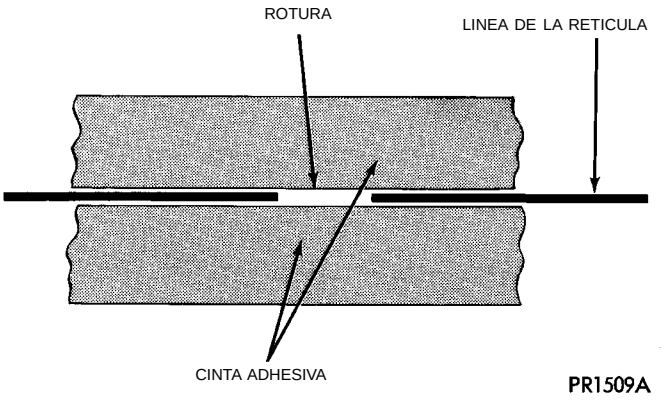

Fig. 6 Reparación de una línea de retícula
(1) Cubra la zona que se va a reparar de modo que el epoxi conductor pueda extenderse sobre la línea o el bus (Fig. 6).
(2) Siga las instrucciones que se detallan en el juego de piezas para reparar la zona averiada.
(3) Retire la abrazadera del envase y mezcle cuidadosamente con el epoxi conductor de plástico. Doble por la mitad y corte el ángulo central para dosificar el epoxi.
(4) En el caso de una línea de retícula, marque la zona que debe repararse con cinta adhesiva o una plantilla (Fig. 6).
(5) Aplique el epoxi conductor en toda la hendidura de la cinta adhesiva. Superponga aproximadamente 19 mm (3/4 pulg.) en ambos extremos del corte.